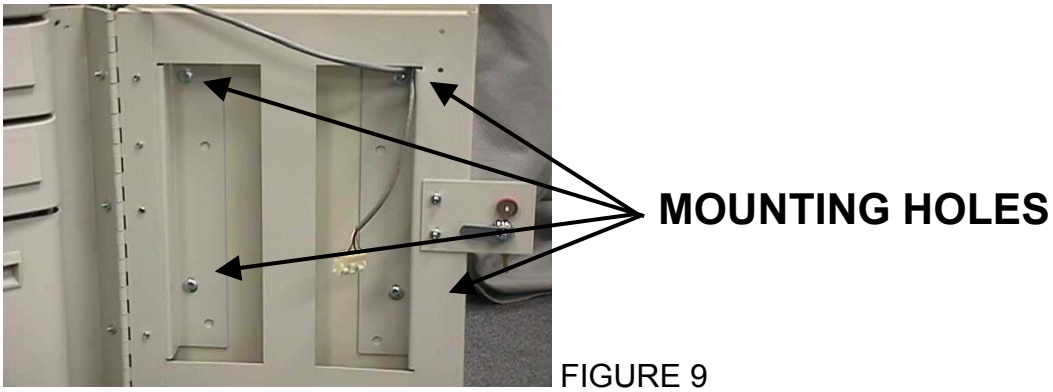

FIGURE 9
4.8 Mount the Vend Tower to the 5th Wheel using the four outside mounting holes. (see figure 9)